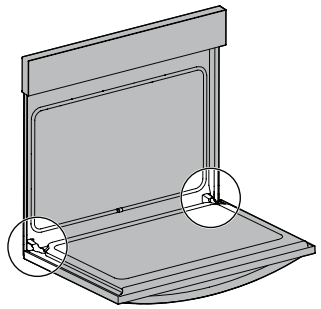

Figure 20: Emplacement de la charnière de la porte
1. Ouvrez complètement la porte du four, parallèlement au sol (Figure 20).
3. Ouvrez complètement la porte du four (parallèlement au sol (Figure 20).